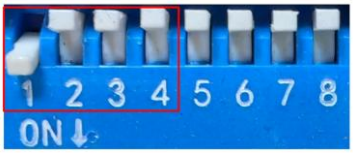

图 6.20 外部航模 PWM 开环拨码开关设置
- 将拨码开关设置为 SW4=OFF（选择开环运行模式），SW1=ON，SW2= OFF，SW3= OFF（选择外部航模 PWM 控制方式），如图 6.20。